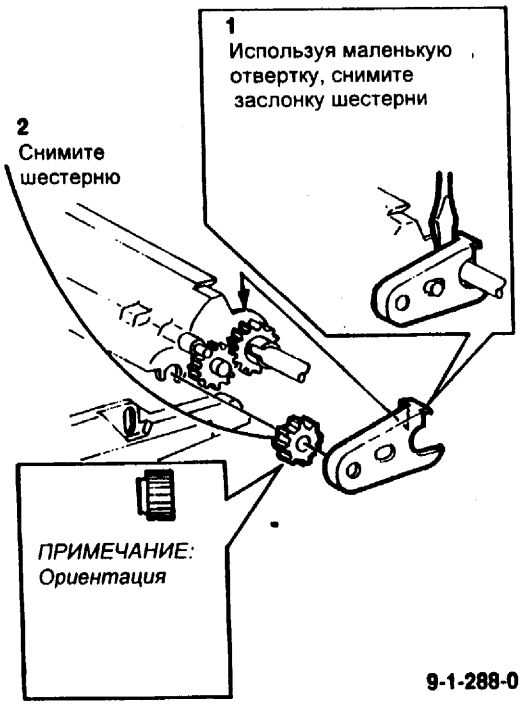

Рис. 1 Снятие заслонки шестерни
4. (Рис. 1) Снимите заслонку шестерни.